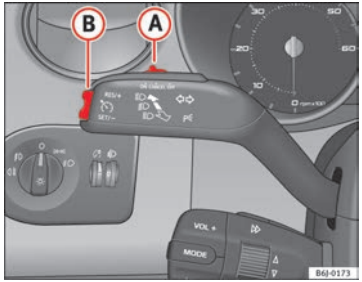

Fig. 116 Turn signal and main beam headlight lever: switch and rocker switch for the cruise control
– Press the upper part **RES** of the rocker switch ⇒ Fig. 116 (B) to increase the speed. The vehicle will continue to accelerate as long as you keep the rocker switch pressed. When you release the switch, the new speed is stored.
Cruise control is switched off if you reduce speed by depressing the brake pedal. Reactivate the control by pressing once on the upper part of the rocker switch **RES+** ⇒ Fig. 116 (B).